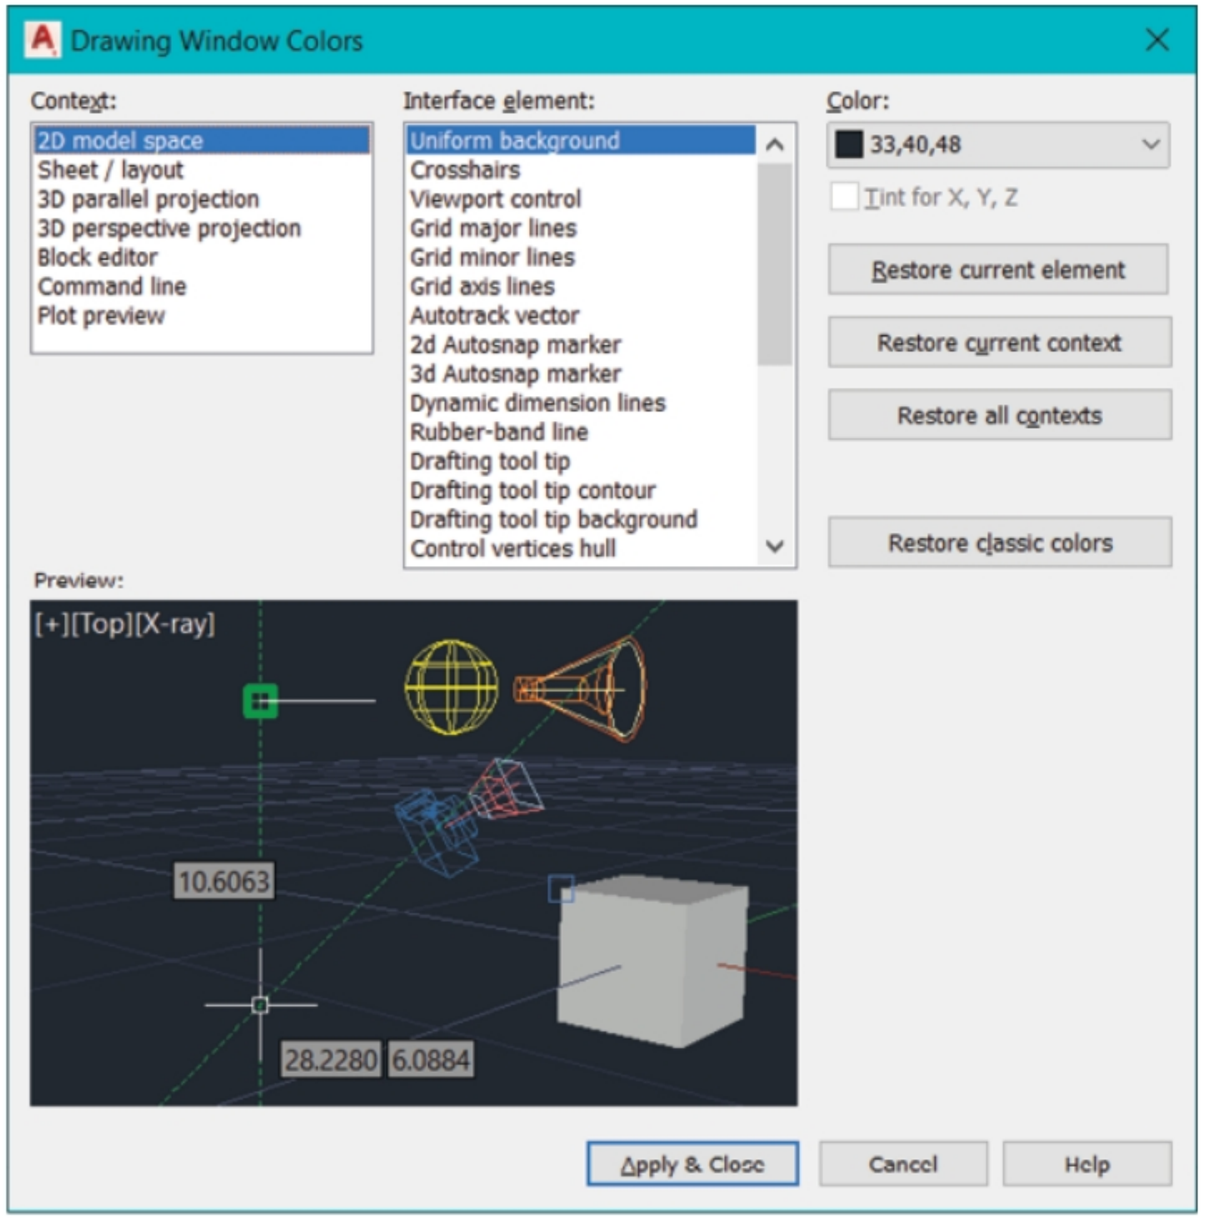

Figure-20. Drawing Window Colors dialog box
- Click on the **Colors** button from same area in the dialog box. The **Drawing Window Colors** dialog box will be displayed as shown in Figure-20.